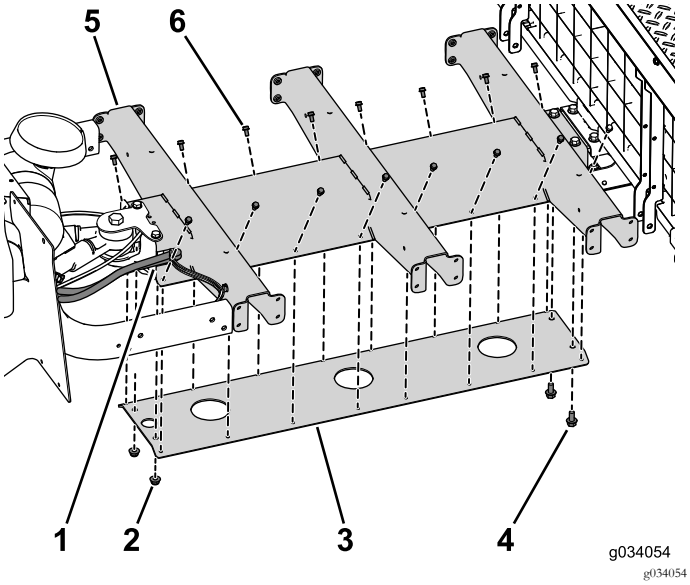

Figura 30
1. Utilizzate i 4 bulloni (5/16" x ¾") per montare, senza serrarlo, il supporto della piattaforma sul canale centrale (Figura 30).